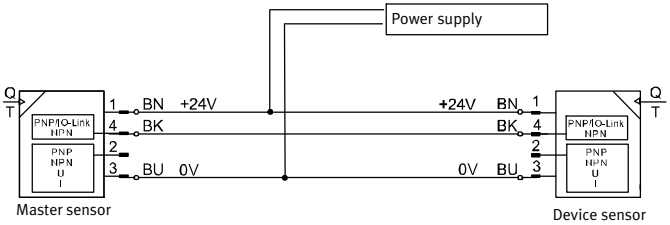

Fig. 14 Replicating parameters, using as an example SFAW-...PNLK-... / SFAW-...-PNVBA-...
– The master sensor is connected with the device sensor (➔ Fig. 14).